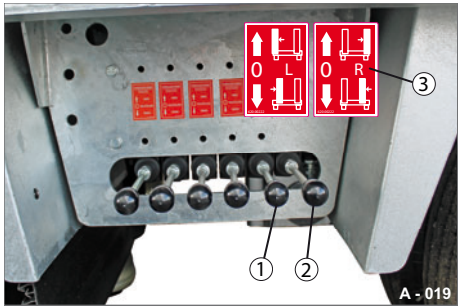

Abb. 25 Bedienelemente
▶ Drücken Sie die Hebel (Abb. 25/1 & Abb. 25/2) nach oben bzw. nach unten um die gewünschte Position der Auffahrrampen anzufahren.